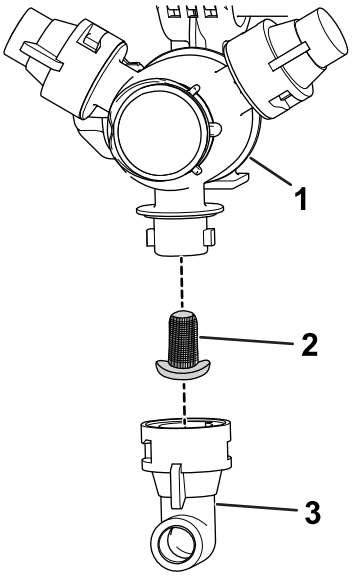

Figur 107
2. Fjern dysen fra sprøjtedysehovedet (Figur 107).
3. Fjern det gamle dysefilter (Figur 107).
4. Monter det nye dysefilter (Figur 107).
5. Monter dysen på sprøjtedysehovedet (Figur 107).